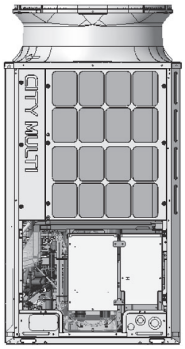

Figure 1
(1) Remove the front panel from the unit by unscrewing the eight screws. (See Figure 1.) *Figure 1 shows the unit without the front panel.